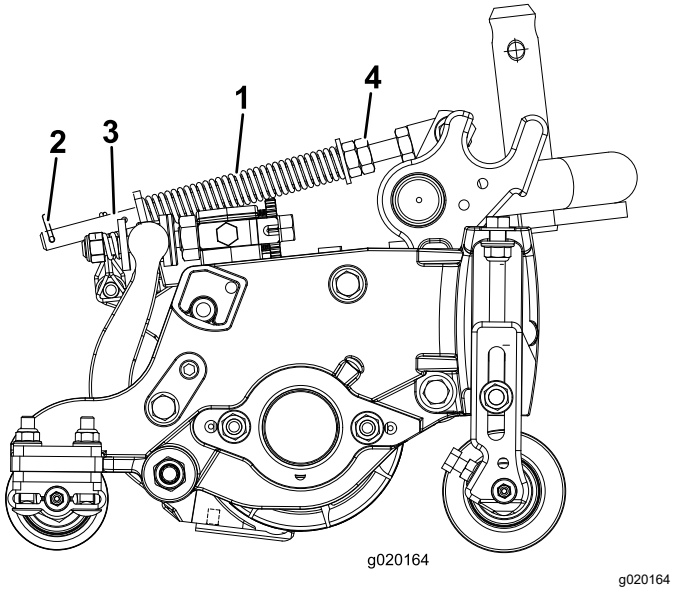

**Figur 11**
Dekkekompenseringsfjæren (Figur 11) overfører også vekt fra den fremre til den bakre valsen. Dette er med på å redusere bølgemønsteret i gresset, også kjent som "ondulering".
1. Kontroller at hårnålssplinten er installert i det bakre hullet på enden av stangen (Figur 11).
2. Stram til sekskantmutteren foran på fjærstangen inntil den komprimerte lengden på fjæren (Figur 11) er 12,7 cm.